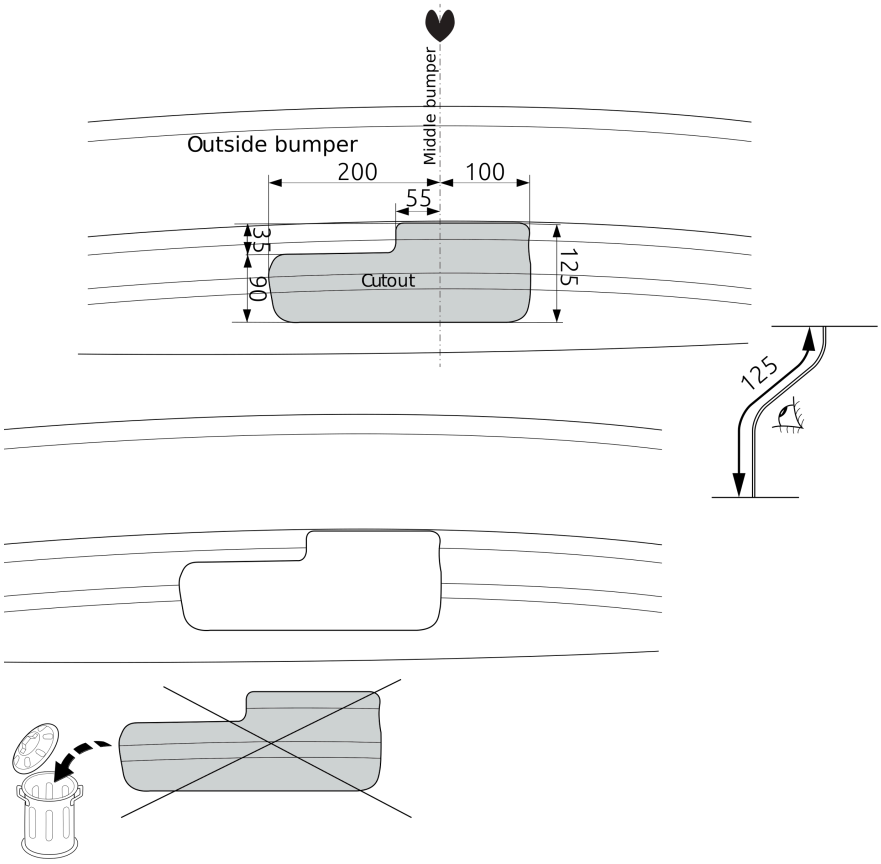

Fig. 2
8. Выпилить часть из бампера в середине снизу, как указано на рис. 2.